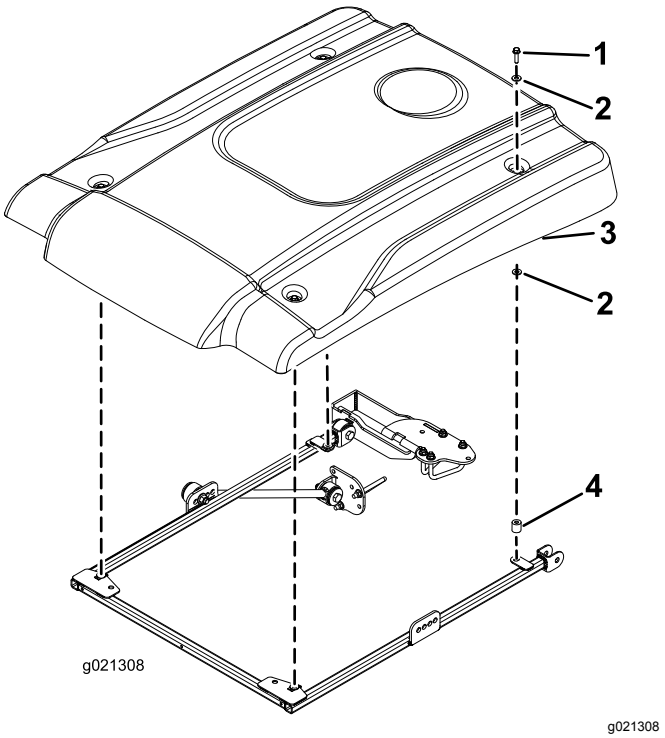

Figure 33
11. Lors de l'alignement des trous de fixation, positionnez le pare-soleil sur le cadre comme montré à la Figure 33.
12. Fixez légèrement chaque coin du pare-soleil au cadre avec un boulon à embase (5/16" x 2-1/4"), 2 petites rondelles et une entretoise (Figure 33). Placez une rondelle de chaque côté de la bague en caoutchouc du pare-soleil.